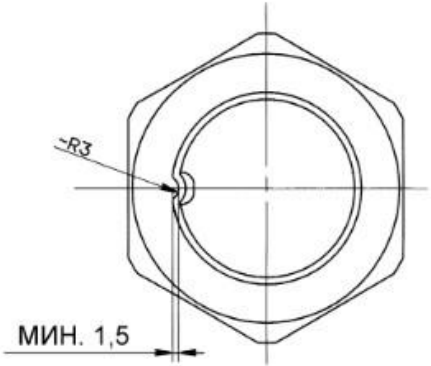

Рис. 6.21. Фиксация стопорной гайки
11. Выполнить протяжку гаек рулевых наконечников с моментом 6..8 кгс*м и гайки крепления сошки с моментом 31,6…33,7 кгс*м. Закернить стопорную гайку, как показано на Рис. 6.21.